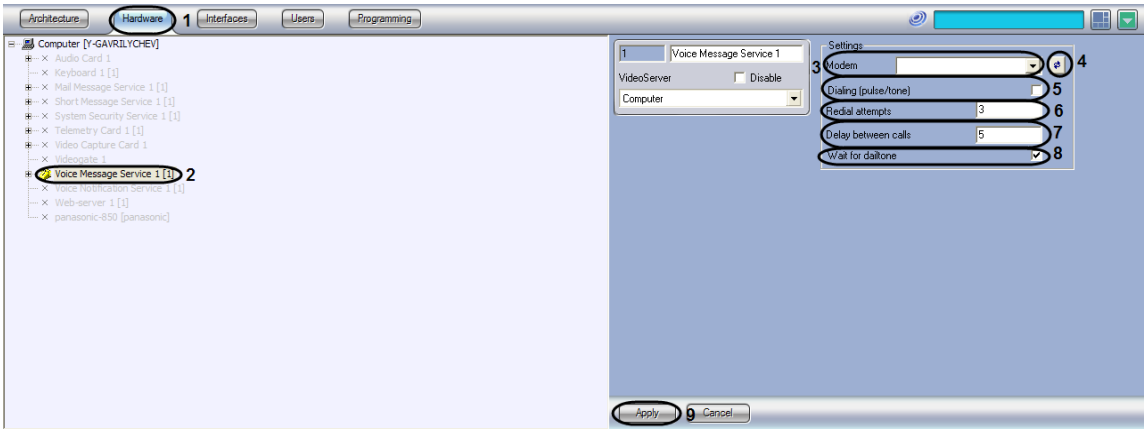

Figure 8.10-9. Setting up the Voice Message Service object
1. Go to the Hardware tab of the System Settings window (Figure 8.10-9).